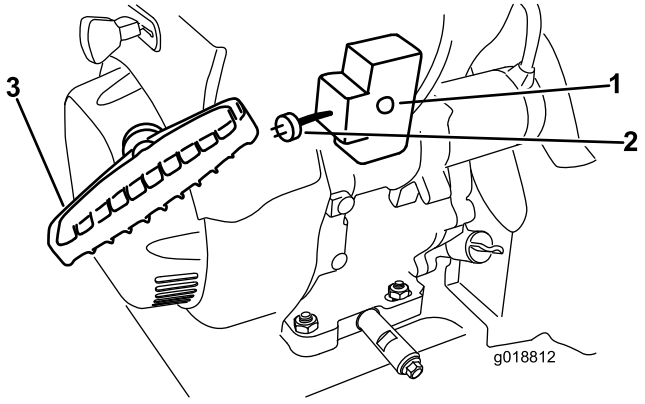

Figur 31
7. Starta maskinen genom att dra i startsnöret eller trycka på knappen till den elektriska startmotorn (Figur 31).